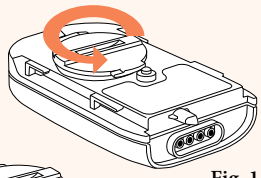

Fig. 1
a. Turn the circular battery door counterclockwise with either a coin or your fingernail. (Fig. 1)